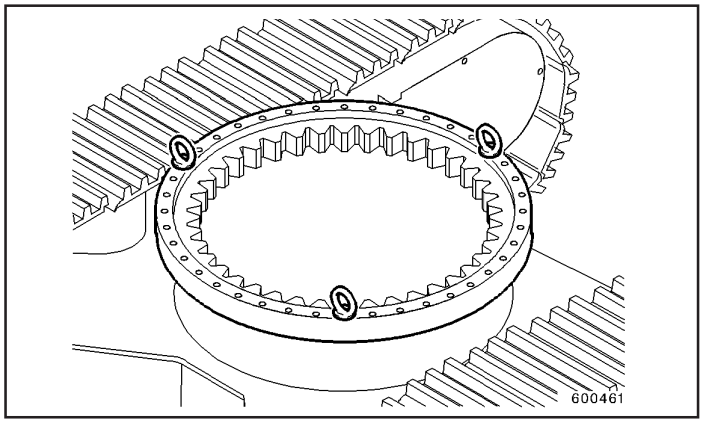

Fig.5
- Coloque o rolamento do prato giratório no equipamento de içamento (Fig.5), inserindo 3 olhais, a 120° um dos outros, nos furos roscados, prendendo-os com porcas.